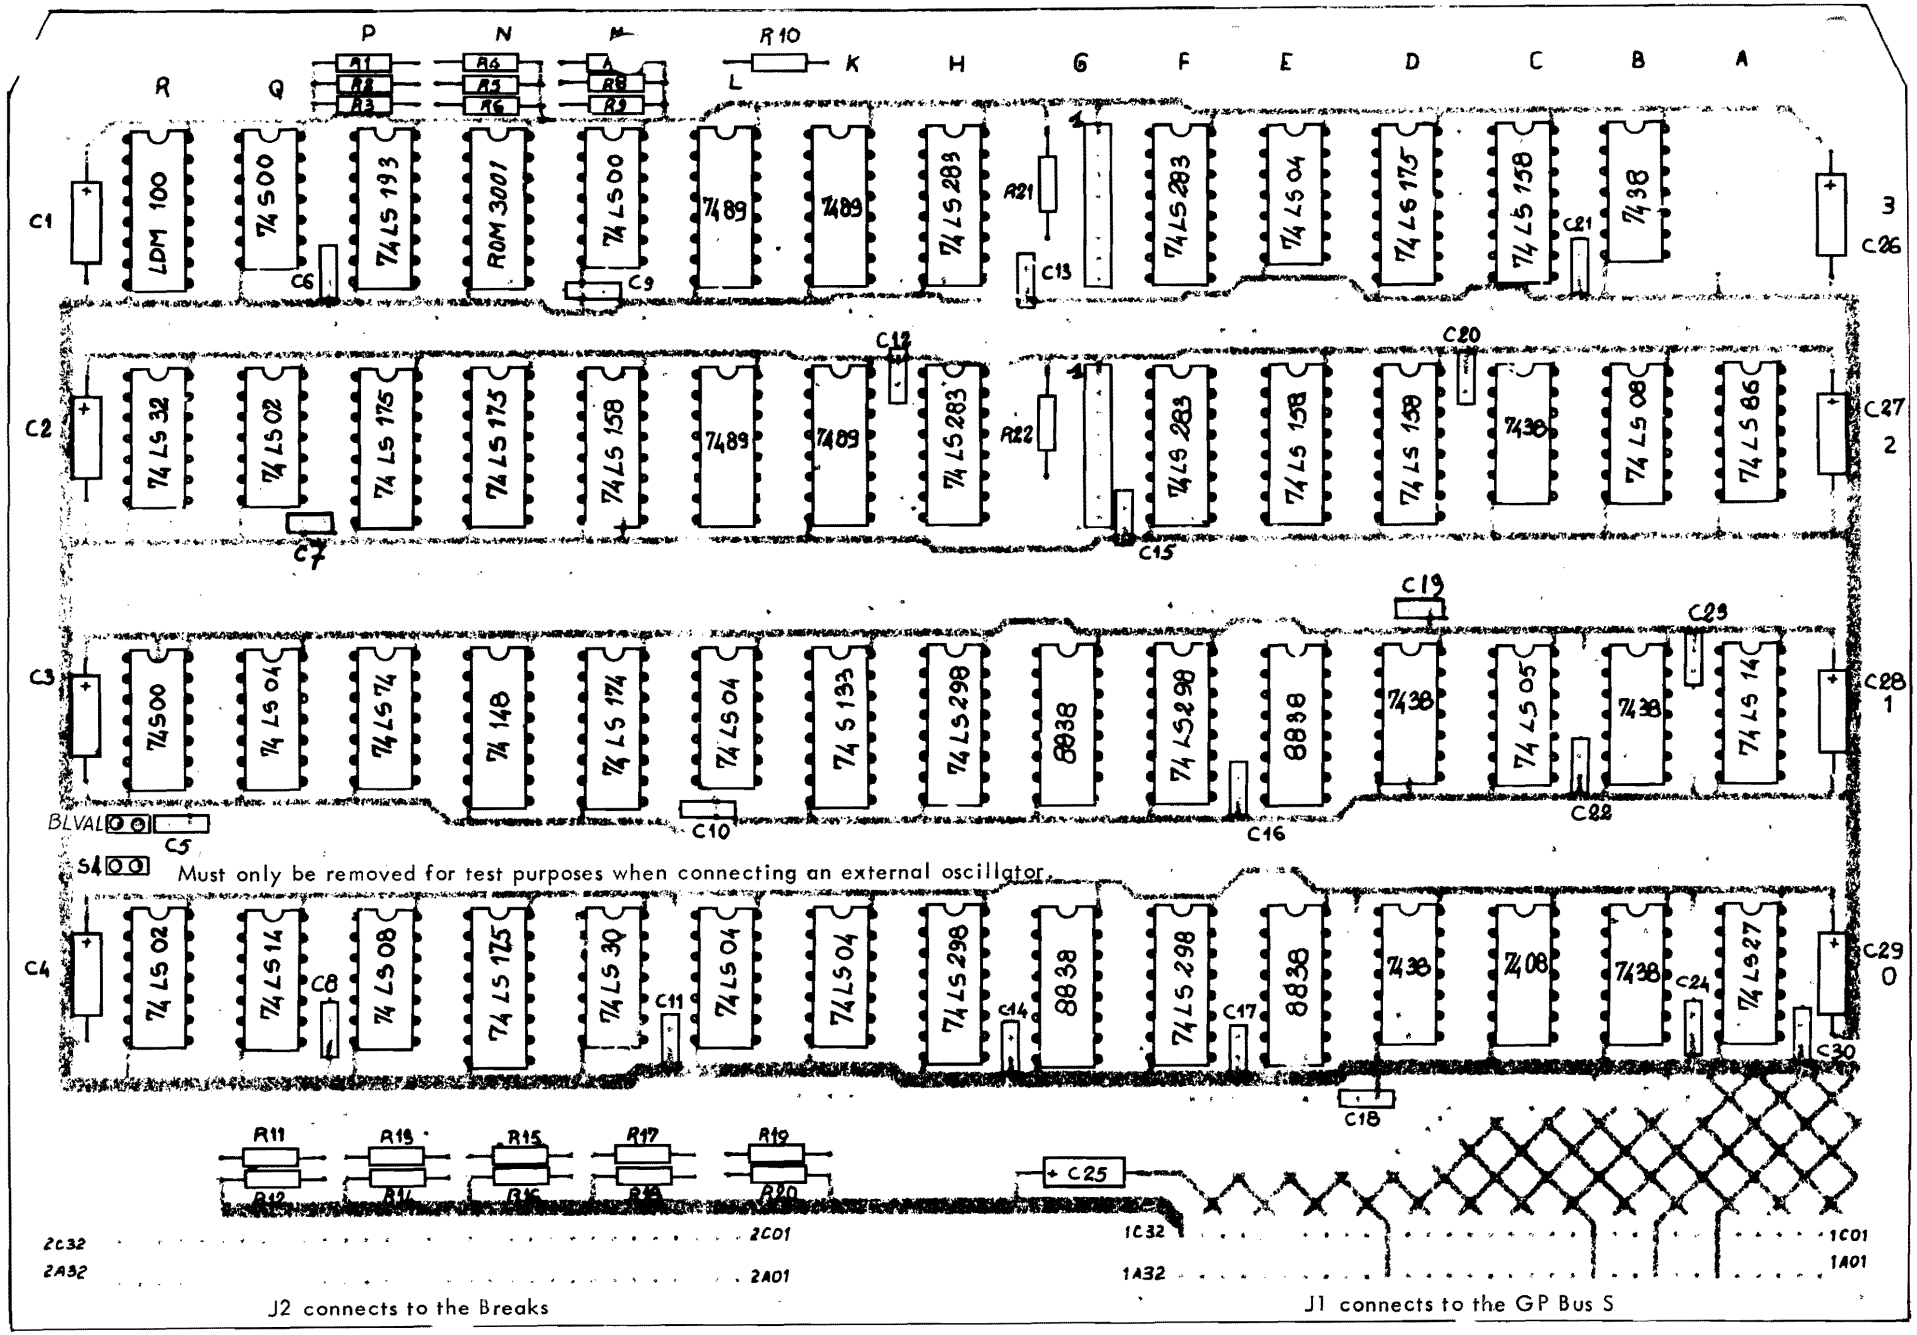

Figure 1-8 IOP Card Component Layout
1.22 INSTALLATION (Figure 1-8)
I/OPZ has two connectors J1 and J2 which carry the I/O Bus and Break control lines respectively. For pin connections see Interface Section (Volume 1, Section II). Two jumper connectors BLVAL and S4 must be permanently fitted. They are only removed for Test purposes. When the Bus is extended out of the basic mounting box care must be taken to ensure that the Break cable length does not exceed the Bus cable length. Figure 1-8 shows the component layout including position of the jumper connectors, J1 and J2.